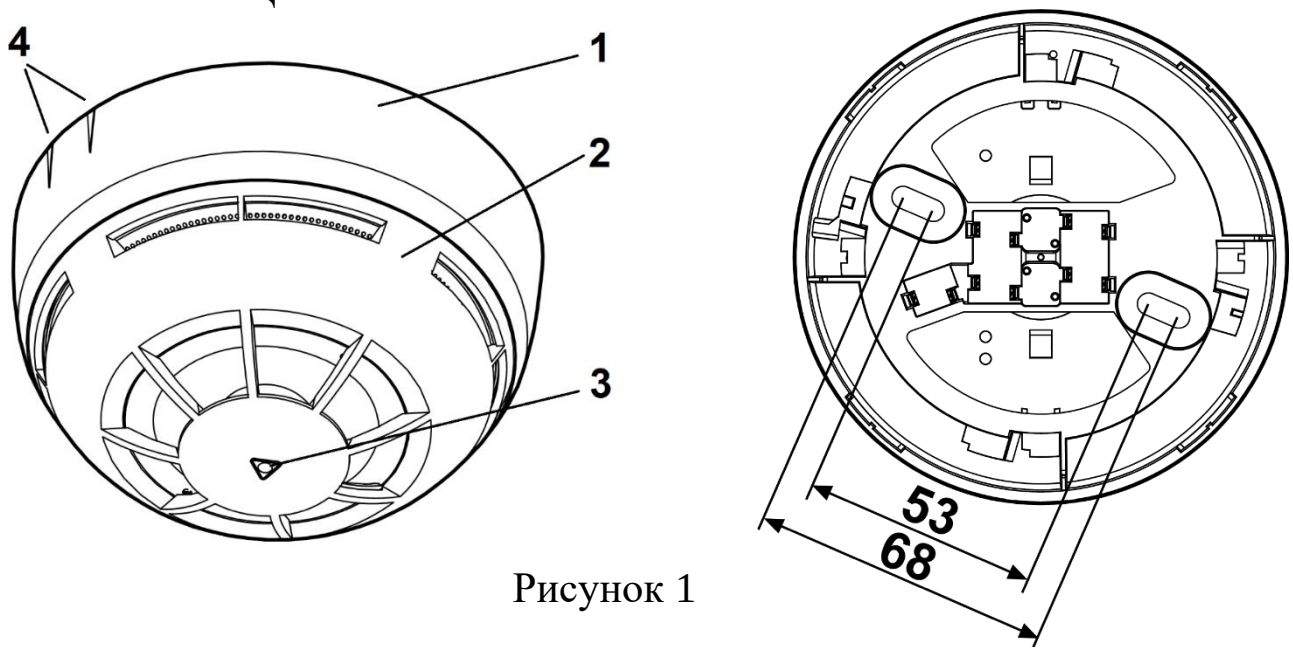

Рисунок 1
4.5 Закрепить базу извещателя двумя шурупами в месте установки извещателя. Разметка крепления базы – см. Рисунок 1.